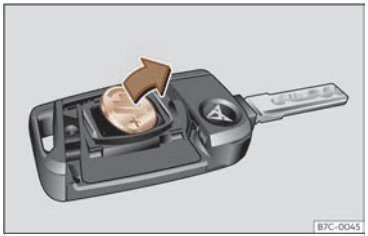

Abb. 44 Fahrzeugschlüssel: Batterie herausnehmen.
- Batterie mit einem geeigneten dünnen Gegenstand aus dem Batteriefach hebeln ››› **(Abb. 44)**.